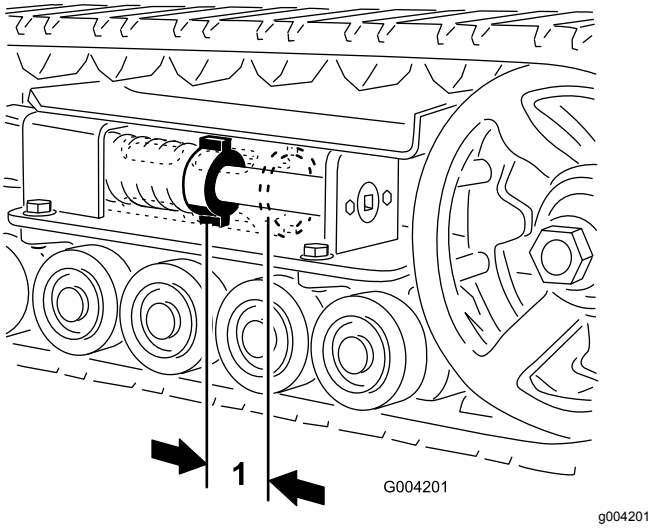

**Figur 46**
Det ska vara 7 cm mellan spännmuttern och spännrörets baksida (Figur 46). Om så inte är fallet ska larvbandens spänning justeras enligt följande:
5. Vrid spännskruven motsols med en 25-mm hylsnyckel tills avståndet mellan spännmuttern och spännrörets baksida (Figur 46) är 7 cm.
12. Vrid spännskruven motsols tills avståndet mellan spännmuttern och spännrörets baksida (Figur 46) är 7 cm.
18. Vrid spännskruven motsols tills avståndet mellan spännmuttern och spännrörets baksida (Figur 46) är 7 cm.